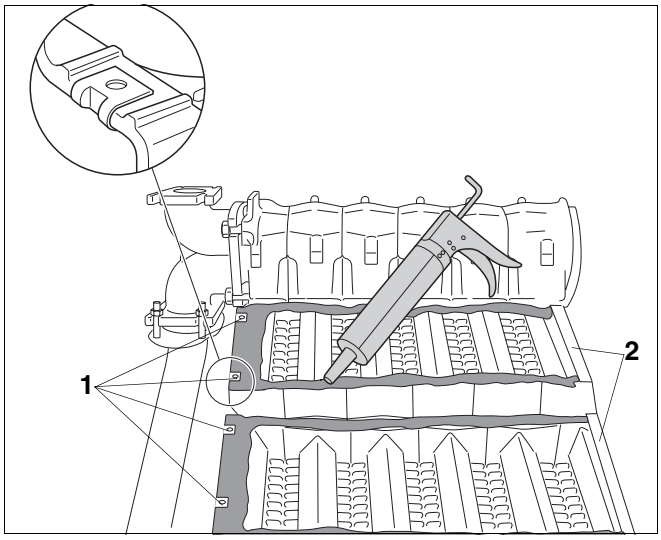

Afb. 33 Clipmoeren en spuitkit aanbrengen
- Plaats de vier clipmoeren (afb. 33, **pos. 1**) op de eindelementen (waterzijdige aansluiting, vooraan).
- Bedek ook de clipmoeren (afb. 33, **pos. 1**) met spuitkit.
- Vul de afdichtinggroef op met de bijgeleverde spuitkit (afb. 33).
Vul de afdichtinggroef van het eindelement achteraan (afb. 33, **pos. 2**) nog niet op met spuitkit.